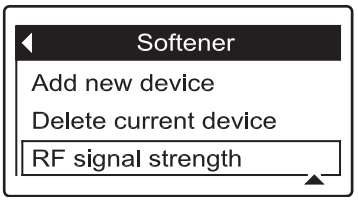

FIG. 101
3. Press the DOWN (▾) button to scroll through the menu options until **RF signal strength** is highlighted in a box (See Figure 101).